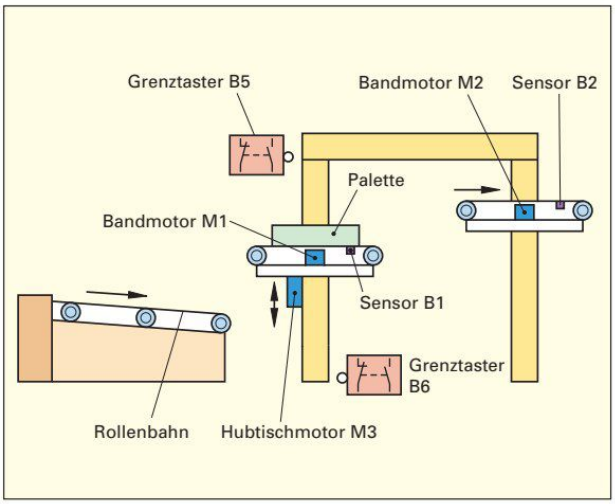

Bild 3: Technologieschema vom Palettentransport
- Der Hubtisch fährt nach oben **(Bild 3)**. Ist die obere Position vom Hubtisch mit dem oberen Grenztaster B5 erreicht, stoppt der Hubtisch **(siehe Arbeitsauftrag 4, Seite 100)**.